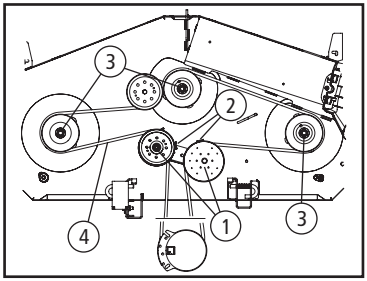

Fig. 30
- Solte, mas não remova, os parafusos nas polias de tensão (1) da direita e esquerda. Tome nota da posição dos protetores da correia (2) para assegurar que serão reinstalados adequadamente. Em algumas bandejas pode ser nessário remover as proteções do eixo (3) de maneira a remover ou instalar a nova correia. Para remover as proteções do eixo, remova os parafusos que as fixam à bandeja [Fig. 30].
- Cuidadosamente remova a correia (4) ao redor das polias de tensão (1) e das polias de eixo (3).